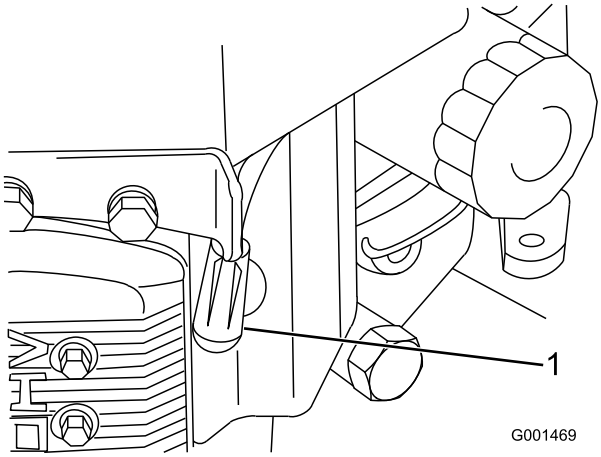

Figura 25
3. Desligue os fios das velas de ignição (Figura 25).